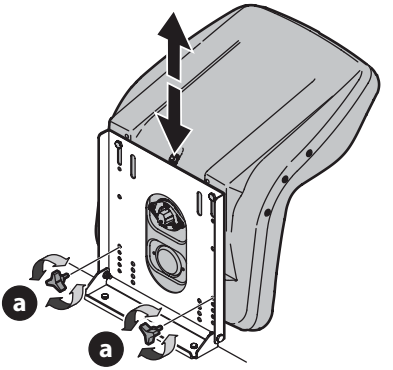

Fig. 16
1. Retirez les boutons (a) (Fig. 16).
3. Replacez les boutons dans l'un des quatre trous et serrez solidement (Fig. 16).